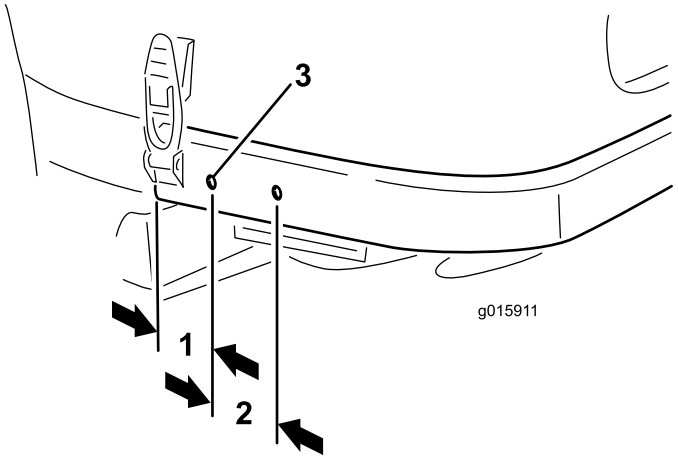

Figur 9
2. Använd måtten som visas i Figur 9 och lokalisera, markera och borra två hål med en diameter på 9 mm på var sida om den bakre ramen. Centrera hålen uppe och nere på ramen.